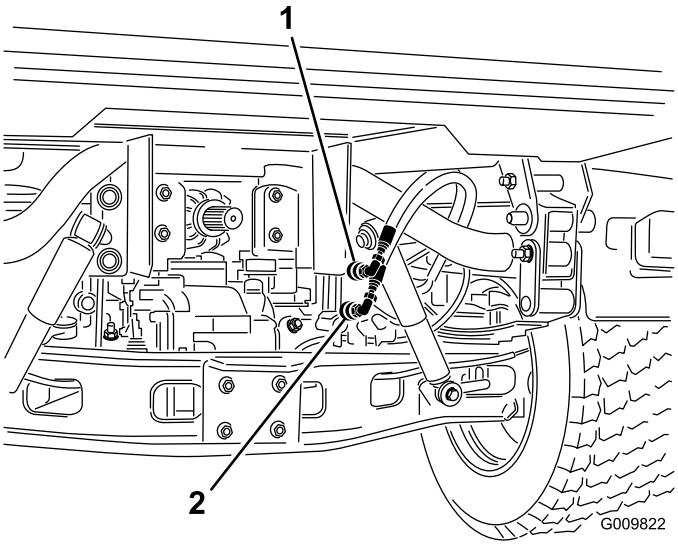

Figura 80
2. Desligue, em ambos os veículos, as duas mangueiras de acoplamento rápido das mangueiras ligadas ao suporte do acoplamento (Figura 80).